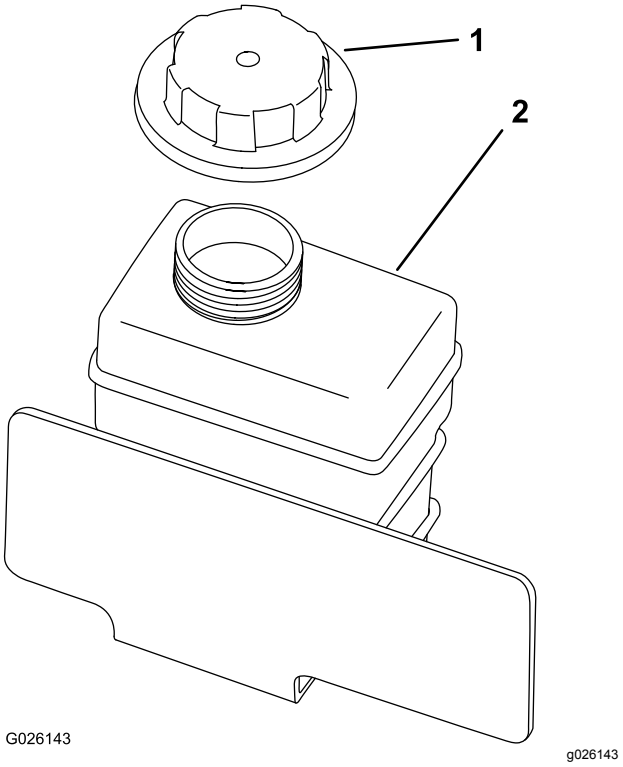

Figura 55
8. Rabboccate lentamente il serbatoio di riserva del refrigerante fino alla base del collo del bocchettone di riempimento (Figura 55).
9. Rimuovete il tappo del serbatoio di riserva (Figura 55).